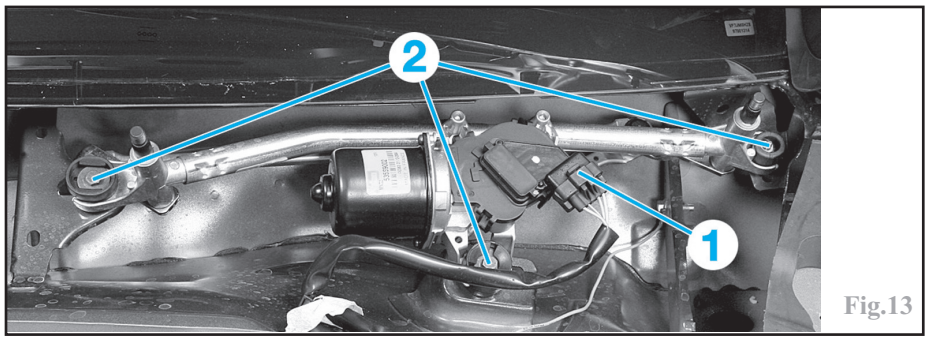

Fig.13
Débrancher le connecteur électrique (1) (Fig.13).